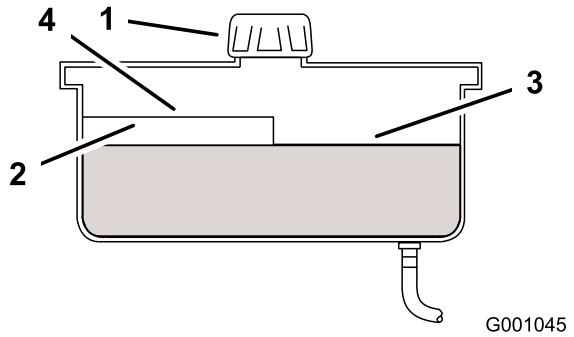

Figur 65
2. Rengjør rundt påfyllingshalsen for hydraulisk olje (Figur 65).
3. Ta lokket av påfyllingshalsen. Se på innsiden for å kontrollere om det er olje i beholderen (Figur 65).
Merk: Oljenivået skal nå til toppen av nivået ”hot” på skjermen når væsken er varm (Figur 65).